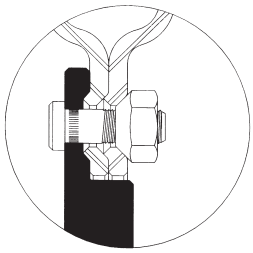

Figure 23
- With 90° cone nuts $^{9}/_{16}$"-18, (X-1146,7) or $^{5}/_{8}$"-18, (X-1148,9), use the tightening sequence shown with Figure 23. The nuts should be tightened to 175-200 ft.-lbs. torque (dry).